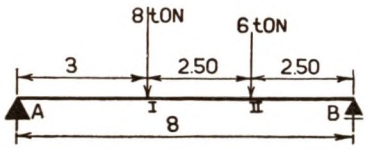

Fig. 17
4. Stalen balk, vrij opgelegd op 2 steunpunten en belast met 2 puntlasten van 8 en 6 ton volgens fig. 17. Gevraagd plaats en grootte der maximale doorbuiging.